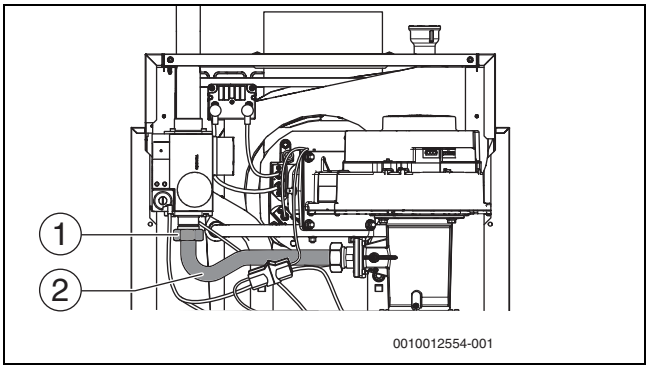

Bild 44 Überwurfmutter mit Gasrohr
▶ Überwurfmutter (→ Bild 44, [1]) des Gasrohres (→ Bild 44, [2]) lösen.